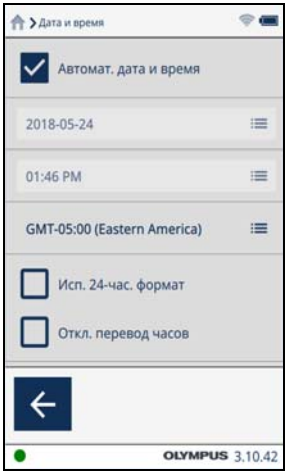

Рис. 4-12 Экран Дата и время
1. Нажмите кнопку **Дата и время** ( ) на **Панели меню**, чтобы открыть экран **Дата и время** (см. Рис. 4-12 на стр. 122).
1. Щелкните на кнопку **Дисплей** ( ) на **Панели меню**, чтобы открыть экран **Дисплей** (см. Рис. 4-12 на стр. 122).